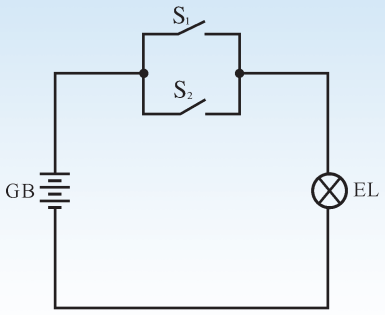

图 3.38　两个开关并联控制一个电灯
2. 图 3.38 中，开关 S_1 和开关 S_2 并联控制电灯。请依照电路图分析开关通断和电灯 EL 亮灭的关系，并完成表格。